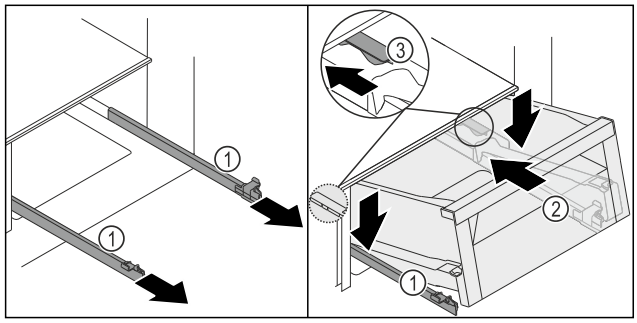
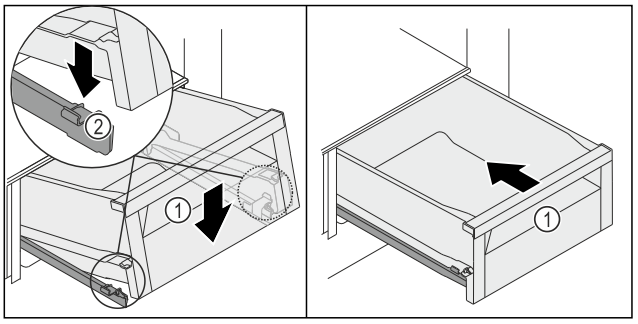

Fig. 117
Fig. 118
- ▶ Hold the rails *Fig. 117 (1)* firmly and place the drawer *Fig. 117 (2)* on the rails *Fig. 117 (1)* from above behind the stopper *Fig. 117 (3)*.
- ▶ Slide the drawer *Fig. 117 (2)* backwards on the rails *Fig. 117 (1)* as far as it will go.
- ▶ Lower the drawer *Fig. 117 (2)* at the front so that the drawer slides into the clamp *Fig. 118 (2)* on the left and right.
- ▷ The drawer *Fig. 118 (1)* locks in audibly.
- ▶ Push in the drawer *Fig. 118 (1)*.